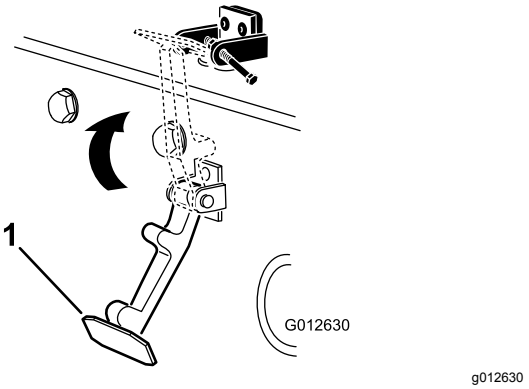

Figur 9
6. Kroka fast spärren på motorhuvslåsfästet (Figur 9).